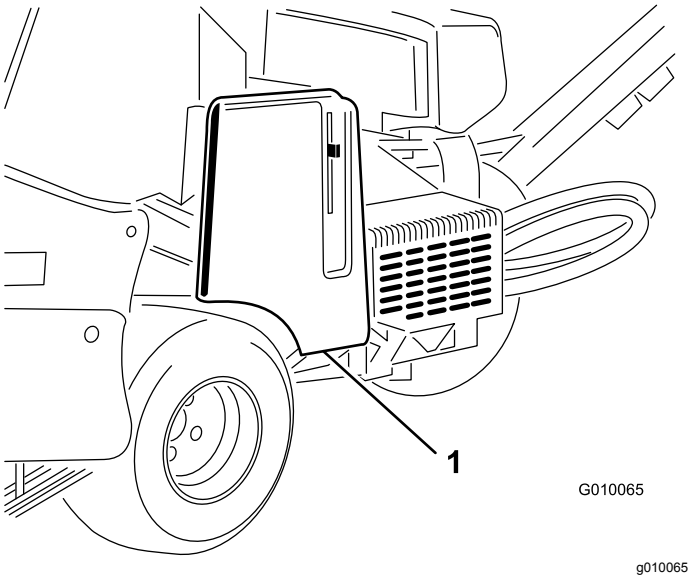

Figur 56
2. Løsn, og fjern remskærmen (Figur 56).